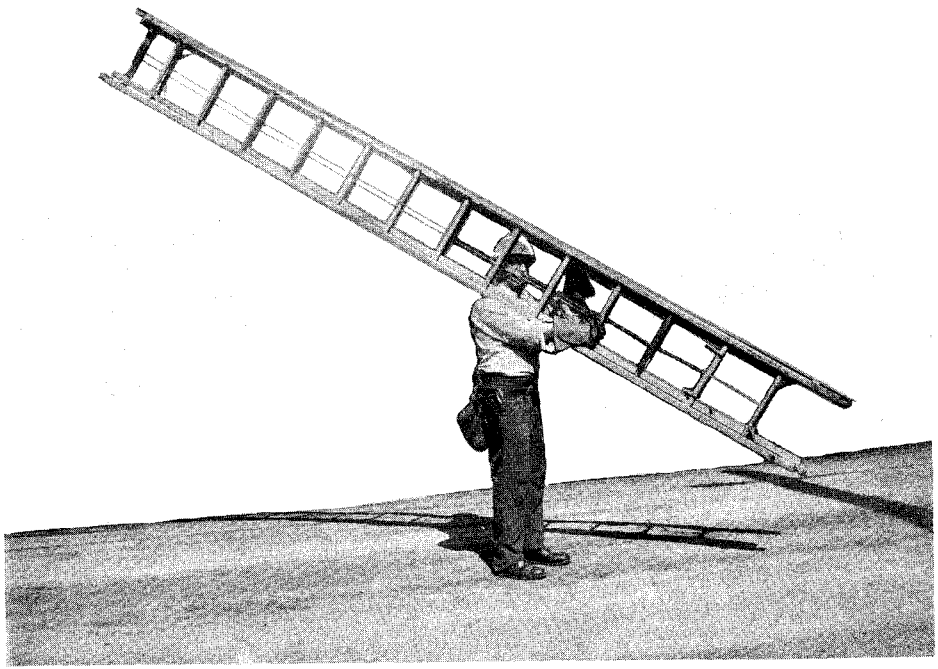

Fig. 36 — One-Man Method of Carrying Ladder
9.06 To carry an Extension Ladder, first place it in the vertical position with the side rails of the bottom section on the outer side. Tilt the ladder until the bottom section side rail rests against the chest and shoulder, then lift the ladder to the shoulder until the exact point of balance is obtained. The spurs of the ladder should be approximately 18 inches from the ground, if the overhead conditions permit this method. In the event of a gust of wind the ladder could be quickly braced in the ground and prevent swinging. The proper carrying method is shown in Fig. 36.